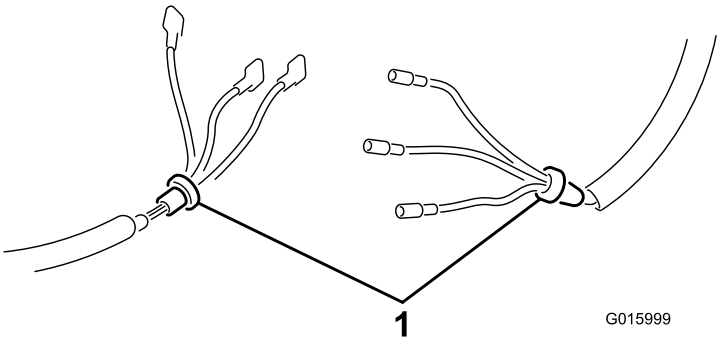

**Figura 11**
5. Coloque los pasacables en los cables de los faros traseros pasando los cables uno a uno a través del agujero del pasacables (Figura 11).